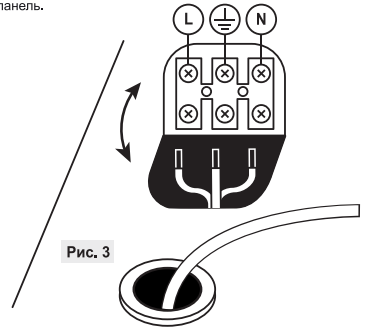

Рис. 3
5. Присоедините подготовленные концы проводов к позициям L,N,⏚. (Рис.3). Загните колодку обратно в панель.
5. Приєднайте підготовлені кінці проводів до позицій L,N,⏚ (Рис.3). Загніть колодку назад в панель.